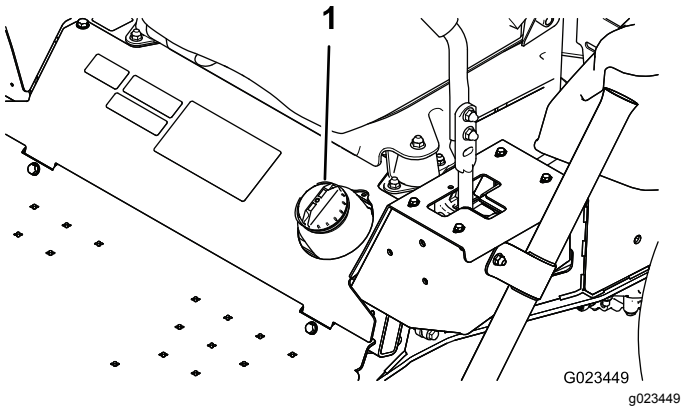

**Figur 16**
2. Rengjør området rundt drivstofftanklokket (Figur 16).